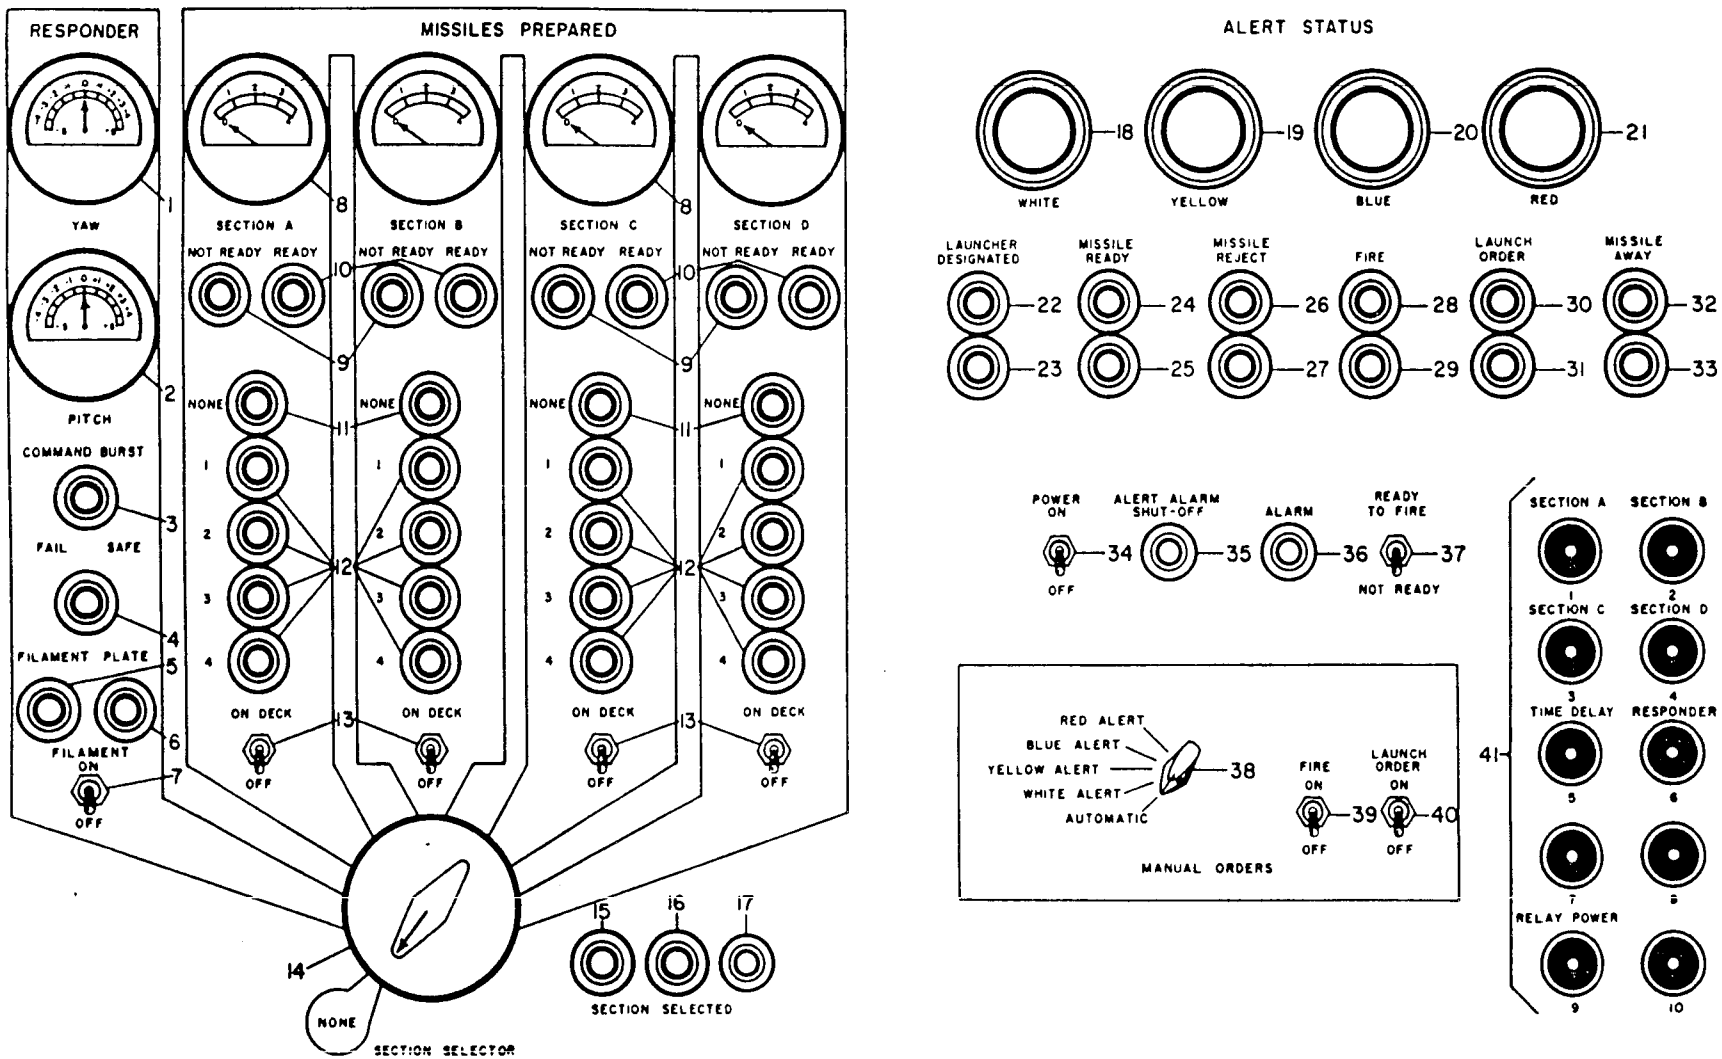

*Figure 44. Launching control console.*
*b. Launching Control Console.* (fig. 44). The launching control console is a sheet metal cabinet containing the equipment necessary to control the signals to the individual launching sections and the test responder and to provide an indication to the battery control area of compliance with such signals. This console contains the following: the test responder power and control unit and its regulated rectifier, a 28-volt dc power supply, a relay panel containing 32 relays, 2 timers, and a firing panel. The firing panel consists of a left and right section. Each section is hinged to the outer edge of the console. Table XXXIII shows the controls and indicators for the launching control console and the purpose of each.